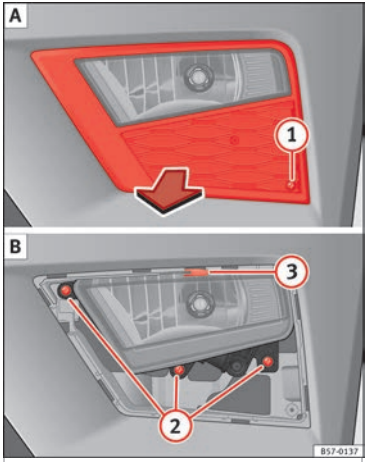
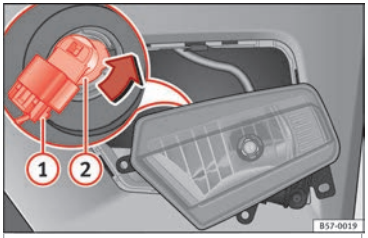

Fig. 108 Fog light: extracting the grille.
Fig. 109 Fog light: remove the bulb holder
1. Remove the screw ››› Fig. 108 (1) [A] from the fog light grille using a screwdriver and extract the grille.
2. Remove the 3 screws ››› Fig. 108 (2) [B].
3. Remove the metal clip situated on the upper part of the fog light by pulling away from the vehicle (3) [B] and take the fog light out.
4. Remove connector ››› Fig. 109 (1) from the bulb.
5. Turn the bulb holder ››› Fig. 109 (2) anticlockwise and pull.